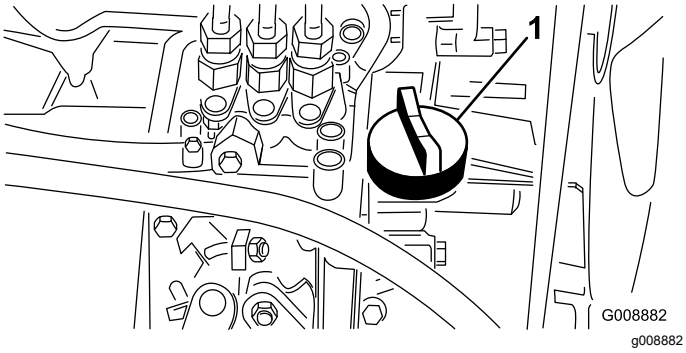

Figur 25
4. Hvis oliestanden er lav, skal du fjerne oliepåfyldningsdækslet (Figur 25) og gradvist fylde små mængder olie på og ofte kontrollere oliestanden, indtil den når FULL-mærket på målepinden.